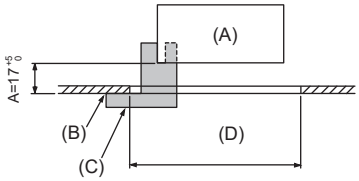

Fig. 9-2
(1)	Grille	1	950 × 950 (mm)
(2)	Schéma d'installation	1	(Divisé en 4 parties)
(3)	Vis (4 × 16)	1	Pour PLP-6EAE, PLP-6EALE, PLP-6EALME3, PLP-6EALMEN3
(4)	Panneau d'angle i-See sensor	1	Pour PLP-6EAE, PLP-6EALE, PLP-6EALME3, PLP-6EALMEN3
(5)	Télécommande sans fil	1	Pour PLP-6EALM3, PLP-6EALMN3, PLP-6EALME3, PLP-6EALMEN3
(6)	Support de la télécommande	1	Fournie s'il s'agit d'un modèle avec télécommande sans fil. *
(7)	Piles LR6 AA	2	Pour PLP-6EALM3, PLP-6EALME3
(8)	Vis autotaraudeuses 3,5 × 16	2	Fournie s'il s'agit d'un modèle avec télécommande sans fil. *
9.2. Préparation avant d'attacher la grille (Fig. 9-2)
• À l'aide de la jauge (2) fournie avec ce kit, ajustez et vérifiez la position de l'appareil principal par rapport au plafond. Si l'appareil principal n'est pas correctement positionné par rapport au plafond, des fuites d'air peuvent se produire et provoquer un phénomène de condensation.